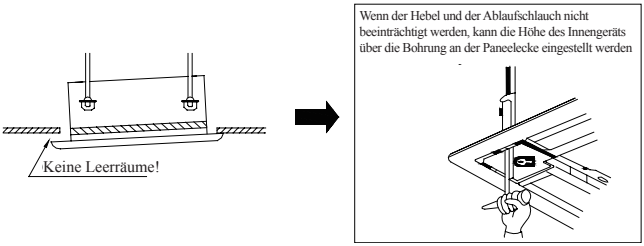

Abb. 15
2. Wenn nach dem Anziehen der Schrauben immer noch ein Freiraum zwischen der Decke und dem Deko-Paneel vorliegt, die Höhe des Innengeräts erneut einstellen. (Siehe Abb. 15)